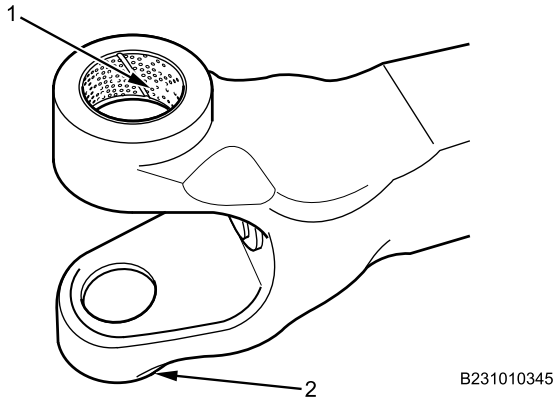

Figure 6. Inspecting King Pin Bushings.
3. Visually inspect upper king pin bushing (Figure 6, Item 1) and lower king pin bushing (Figure 6, Item 2) for scoring, galling, or displaced metal. Bushings should not show uneven wear. Surface of bushing should not have smooth, worn surface. If bushing is worn and axle housing ends are damaged from king pin wearing into axle, replace axle assembly. If wear is indicated replace king pin bushings. Refer to Upper and Lower King Pin Bushing Removal and Installation (WP 0475).